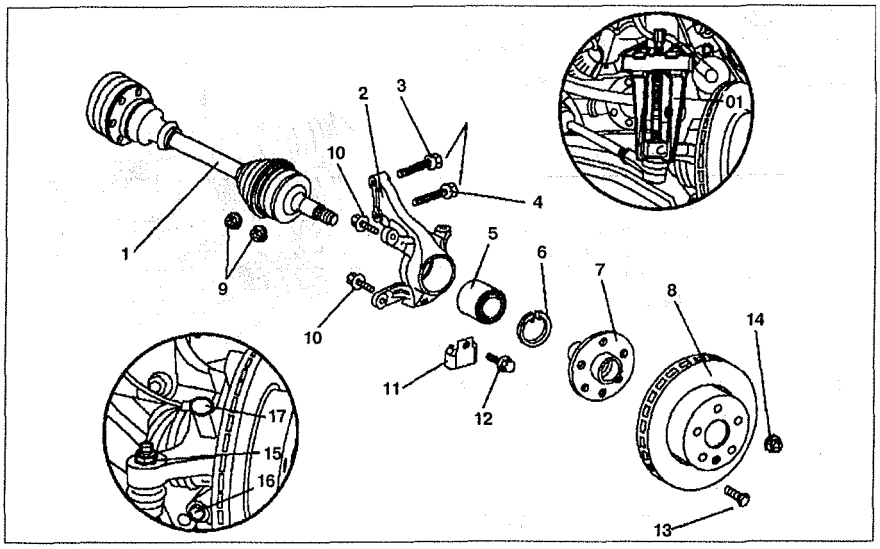

Рис. 7.6. Поворотный кулак:
1. Ослабьте гайку крепления ступицы **14** (см.рис.7.6).